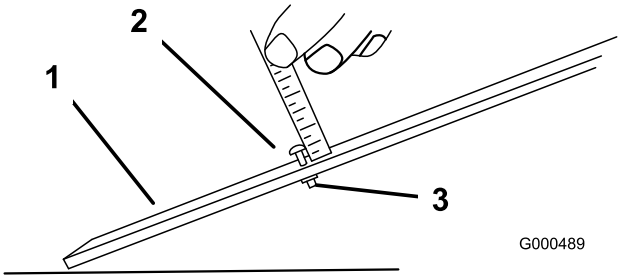

Figuur 48
3. Draai de moer op de hoogtelat los (Figuur 48) en draai de stelschroef op de gewenste maaihoogte. De afstand tussen de onderkant van de schroefkop en de lat is de maaihoogte.